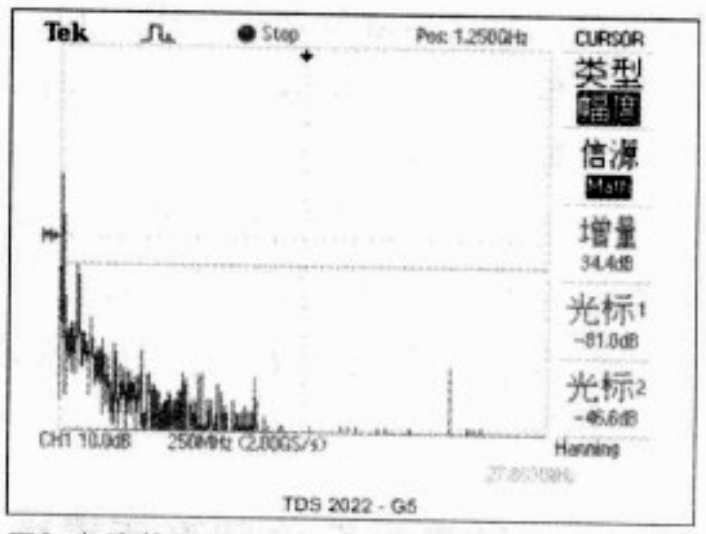

图6 电脑截图G5
2. 按一下“运行/停止”按钮，重新开启；然后再按一下“显示光标”按钮，此时屏幕右侧切换成“CURSOR”栏，按软键1，将类型设置成“幅度”；按软键2，将信源设置为“Math”，再调节两盏“光标指示灯”上方的“位置”旋钮，可以将上下两条光标线定位在交流纹波频谱的某一个频率的最高处，如图6所示，光标1处：-81.0dB，光标2处：-46.6dB，增量为34.4dB。